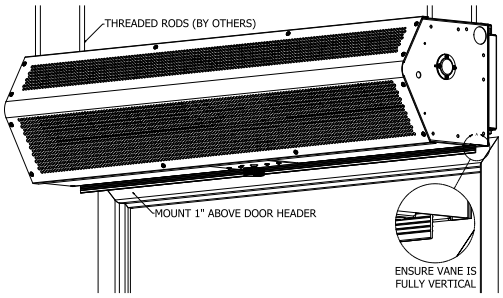

FIG. 4
6. Mount the product such that the discharge is 1” above the opening and all obstacles (FIG. 4).
7. Use six (6) bolts for wall installation, or alternatively, use four (4) threaded rods for overhead installation (FIG. 4). All hardware is field provided by others.